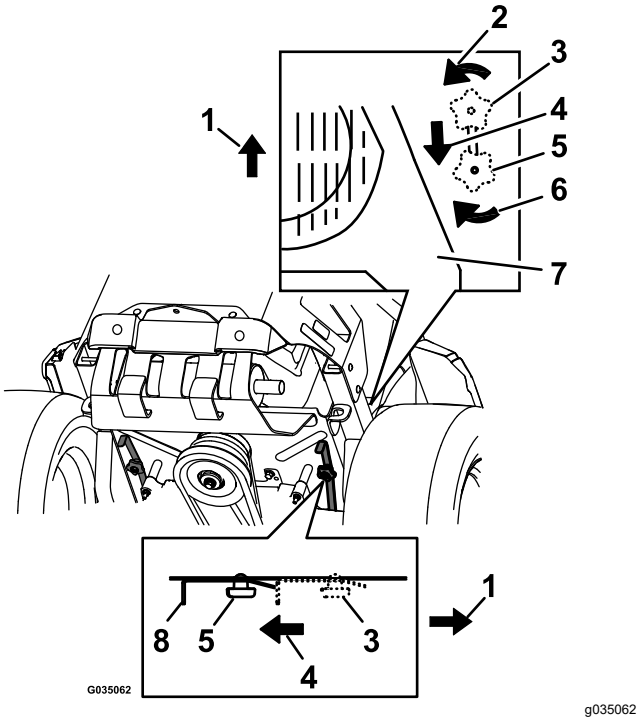

Figuur 33
4. Om de machine te duwen, moet u beide omloophendels naar achteren brengen en vergrendelen (Figuur 33).
6. Om de machine in te schakelen, moet u de omloophendels naar de VOORSTE stand brengen en vergrendelen (Figuur 33).